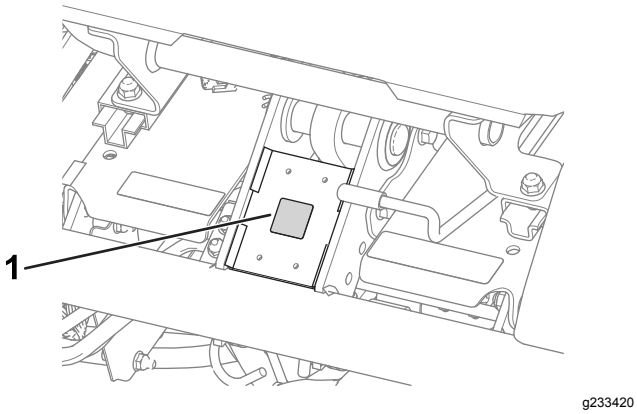

**Rysunek 10**
- Przyklej etykietę ze znakiem CE do ramy pod przednią częścią fotela (Rysunek 10).